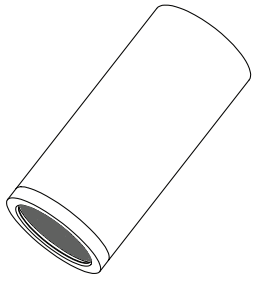

**Fig. 2d**
4. The installation is complete (Fig. 2d).
4. L'installation est terminée (Fig. 2d).